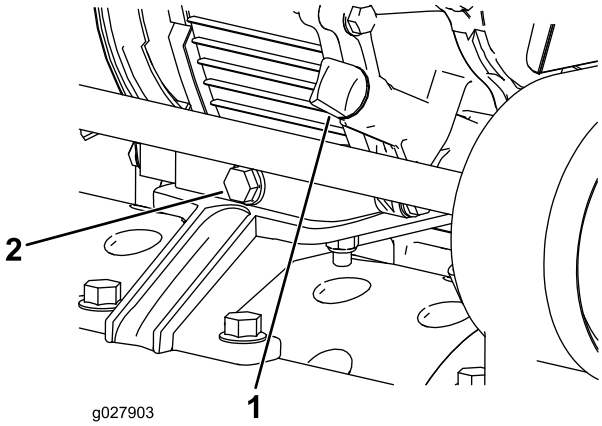

Rysunek 23
1. Ustaw kosiarkę tak, aby silnik był wypoziomowany, i oczyść obszar wokół wskaźnika poziomu oleju (Rysunek 23).
2. Umieść miskę spustową z tyłu urządzenia, pod korkiem spustowym (Rysunek 23).